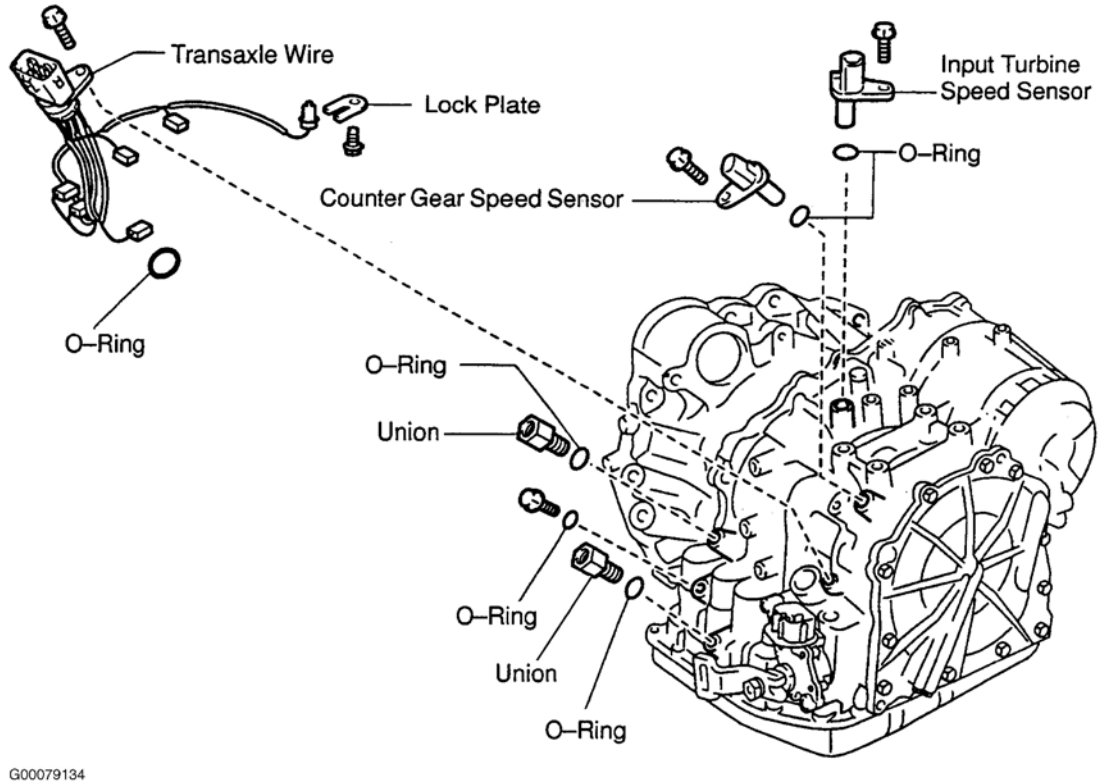
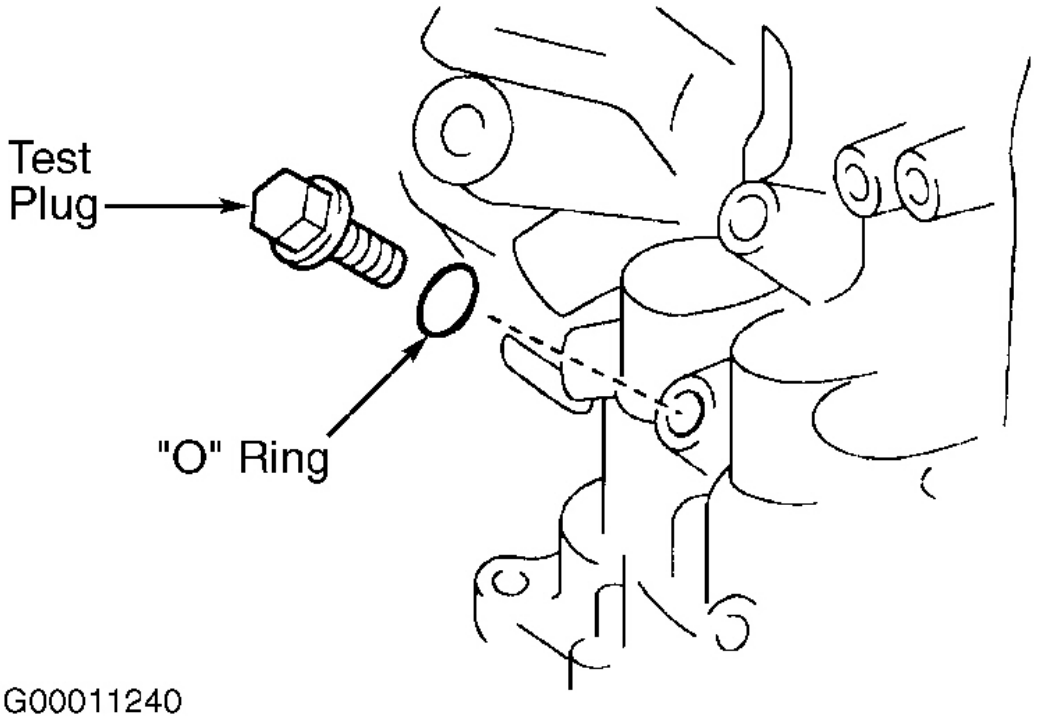

Fig. 6: Identifying Transaxle External Components
Fig. 7: Locating Transaxle Test Plug
2. Remove oil line union and elbow. Remove and discard "O" rings from union and elbow (if equipped). Remove input turbine and counter gear speed sensors from top of transaxle. See **Fig. 6**. Remove and discard speed sensor "O" rings. Remove transaxle test plug from transaxle case. See **Fig. 7**. Remove solenoid connector bolt located above park/neutral position switch. DO NOT attempt to remove solenoid connector from transaxle case at this time.